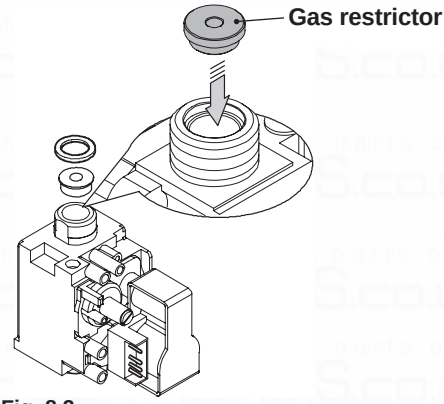

Fig. 8.2
- Carry out gas conversion by correctly replacing the gas restrictor (Fig. 8.2), referring to the "Technical Data" section page 28 (Inovia 25S ERP).